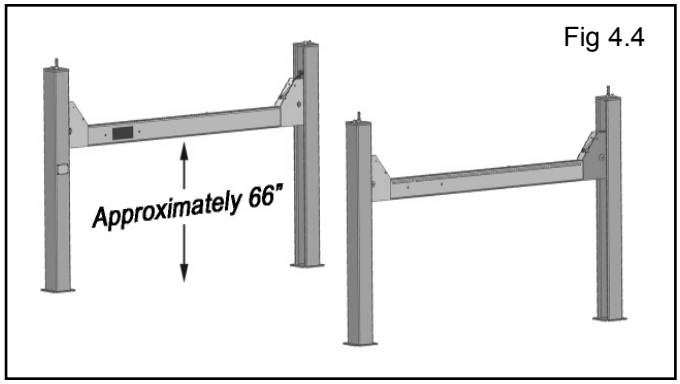

Fig 4.4
3. The Columns and Cross Tubes will now be in position and spaced properly for the Runways. Be very careful not to disturb the Columns and Cross Tubes at this time as they may tip over causing personal injury or harm. (See Fig. 4.4)